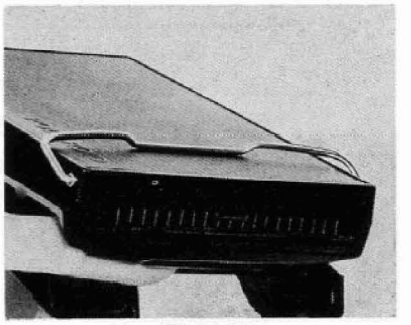

Fig. 31
1) Open the camera back cover just slightly and take the end of the white tabs outside without moving the film pack. (Fig. 31)